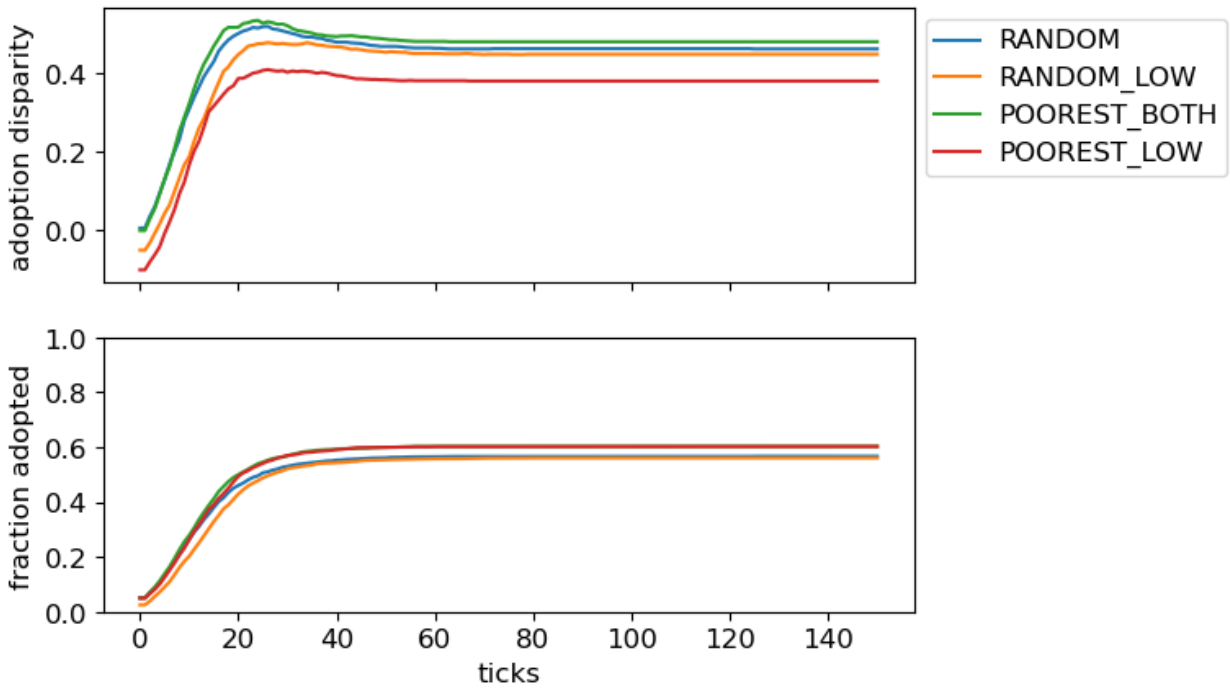

Figure 1 Indicative results for the default model and seed 31415.
b. (12 / 100) Implement the 3 policies. For validation purposes, Figure 1 gives you a sense of the dynamics the model produces. The necessary code to create this visual is included in the notebook. Document your answer with a screenshot of the code.